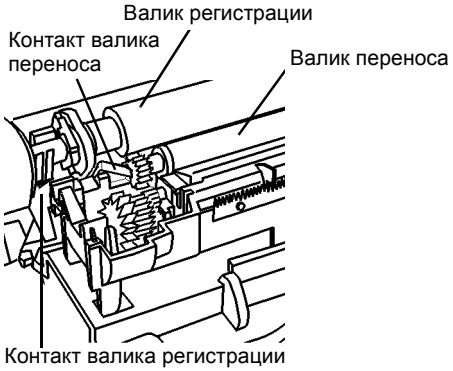

Рисунок 5 Контакт валика переноса
b. Подсоедините красный щуп мультиметра к валику переноса (Рисунок 5).